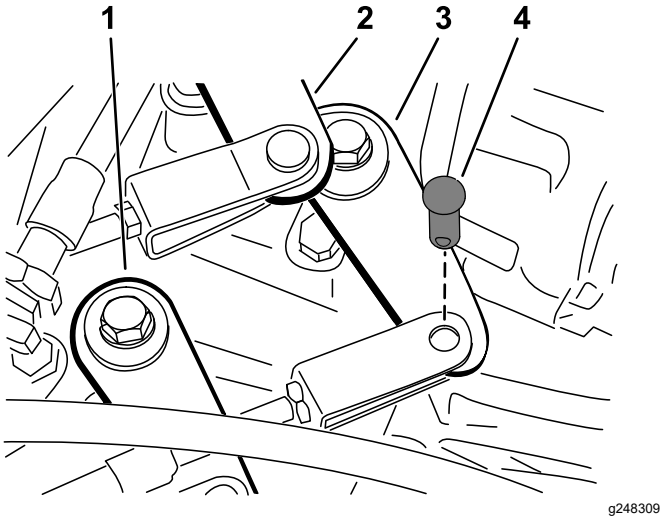

**Figura 43**
2. Retire los pasadores de horquilla que fijan los cables del cambio de marchas a los brazos de cambio del transeje (Figura 43).
1. Retire el pasador de horquilla que sujeta el cable de la palanca de cambio de intervalo al transeje (Figura 43).